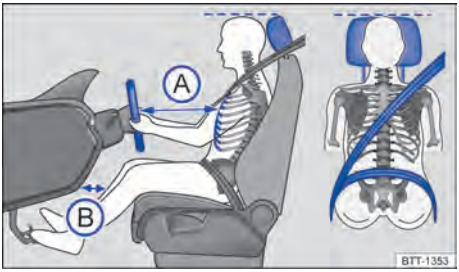

Fig. 23 Distancia correcta del conductor con relación al volante, posición correcta de la banda del cinturón de seguridad y ajuste correcto del apoyacabezas.
– Ajustar el asiento para que la distancia entre el volante y el tórax tenga como mínimo 25 cm → fig. 23 Ⓐ y que el conductor pueda sujetar el volante del borde exterior con las dos manos y los brazos ligeramente doblados.
– Ajustar el asiento del conductor de manera longitudinal para que los pedales se puedan accionar con las piernas ligeramente dobladas y la distancia de la zona de la rodilla con el tablero de instrumentos sea de al menos 10 cm → fig. 23 Ⓑ.
– Ajuste el apoyacabezas para que su borde superior se encuentre preferentemente en la misma línea de la parte superior de la cabeza → fig. 23 – pero no por debajo de la altura de los ojos. Posicionar la parte posterior de la cabeza lo más cerca posible del apoyacabezas.